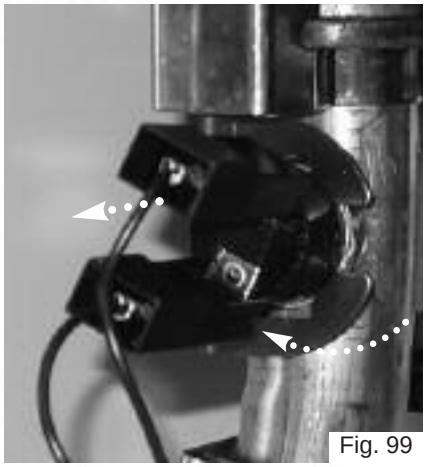

Fig. 99
2. Pull off the connections. Then remove the thermostat from the pipe by releasing it's securing clip (see Fig. 99).